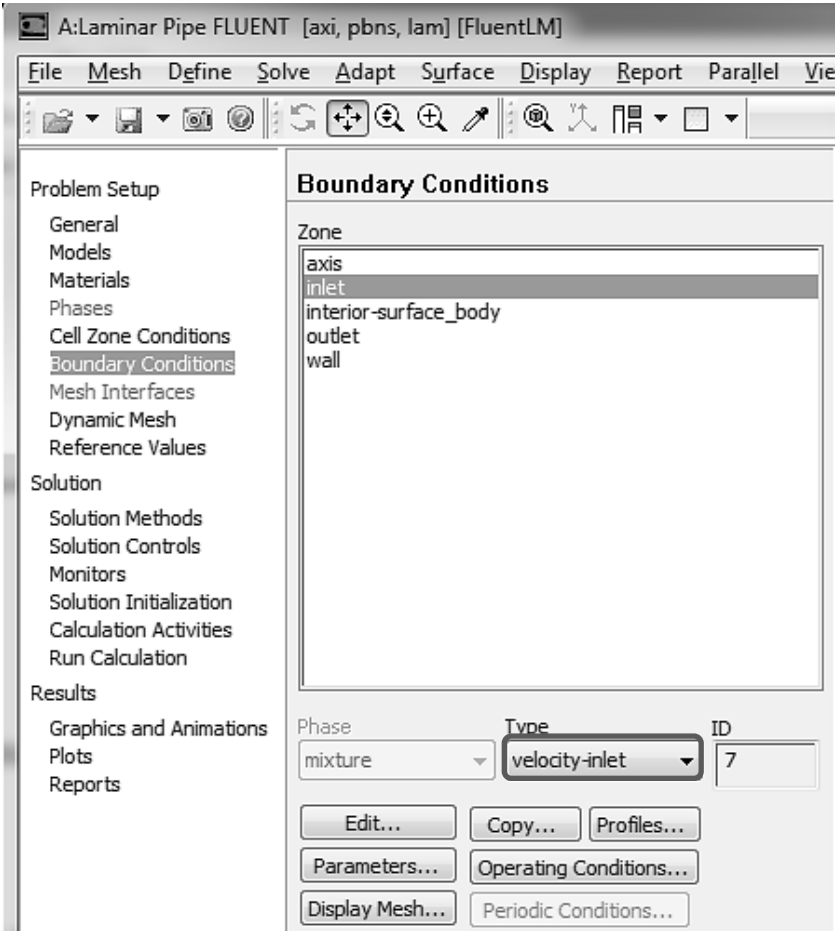

Рис. 43.
1) Задаем условия на входной границе: Boundary Conditions→Zone (Inlet)→Edit, рис. 43. Автоматически произойдет выбор значения velocity-inlet в разделе Type.